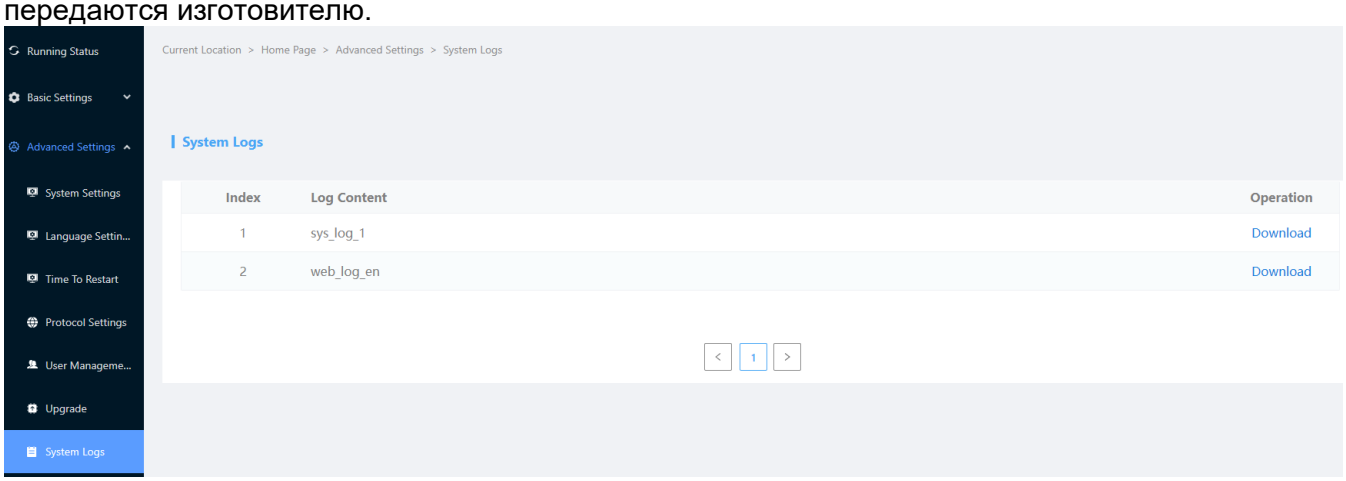

Рисунок 10 – Системные логи
2.5.8.1 Системные логи работы устройства представлены в меню «Advanced Settings / System logs» (рисунок 10).